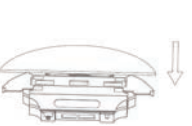

Рис. 3
1. Установите микрофибру для влажной уборки (рис. 3).